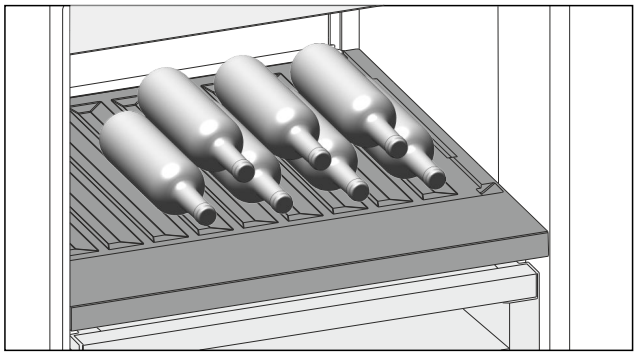

Fig. 114 Example illustration
▶ Place bottles in the back row with their bases against the back wall. (see Fig. 114)